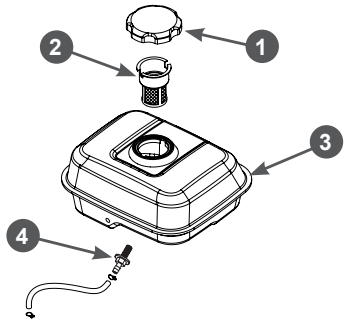

Рис. 13. Топливный бак и топливные фильтры
В топливном баке установлены два сетчатых топливных фильтра. Один фильтр устанавливается в заливной горловине топливного бака. Второй фильтр конструктивно объединен со штуцером топливного бака и установлен внутри бака (Рис. 13).
Каждые 300 часов работы или один раз в год в зависимости от того, что наступит раньше, необходимо производить очистку топливного бака от грязи и конденсата. Перед этим рекомендуется полностью выработать топливо. Одновременно с очисткой топливного бака необходимо проверять и очищать фильтр 4, установленный внутри бака (Рис. 13). Поврежденный или сильно загрязненный фильтр необходимо заменить.
3. Выкрутите из топливного бака выходной штуцер 4 и произведите его очистку (Рис. 13). Внимательно осмотрите сетчатый фильтр. При обнаружении механических повреждений замените штуцер топливного бака.